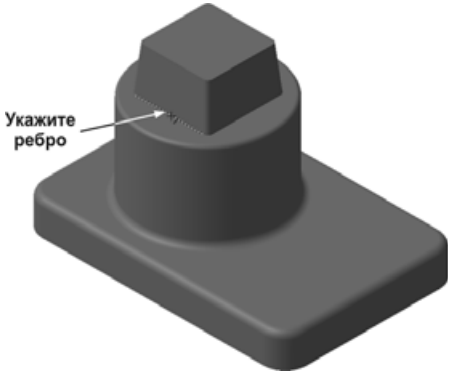

Рис. 2.81
- Нажмите кнопку **Скругление** снова и укажите одно из ребер в основании усеченной пирамиды (рис. 2.81).